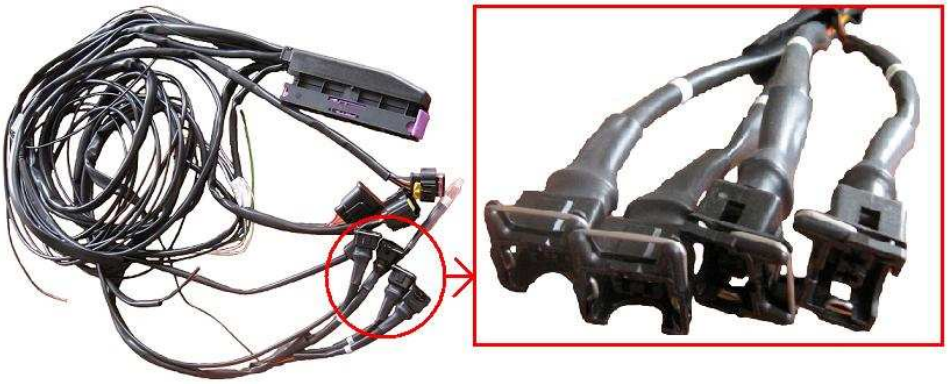

fig 6
***SANDERO** – transmis par ECU gaz au moyen du faisceau dédié (fig.6), avec le marquage de l'ordre de connexion et adressé aux deux rampes d'injecteurs de gaz montés à la gauche/ droite du moteur, au niveau du bloc du filtre d'air.*